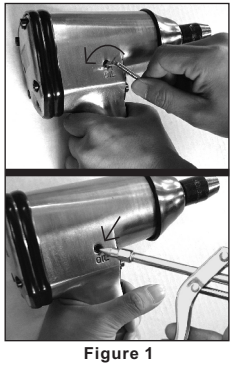

Figure 1
2. Lubricate the rotor gears of motor assembly by first releasing the screw (G) with a hex key (not provided) and then using a grease gun (not provided) to insert the gun nozzle into the screw hole. Several drops of grease are recommended for lubrication. After lubrication, replace the screw (G) securely and tightly. This will protect the gears in good working condition and last the tool life. (See Figure 1)